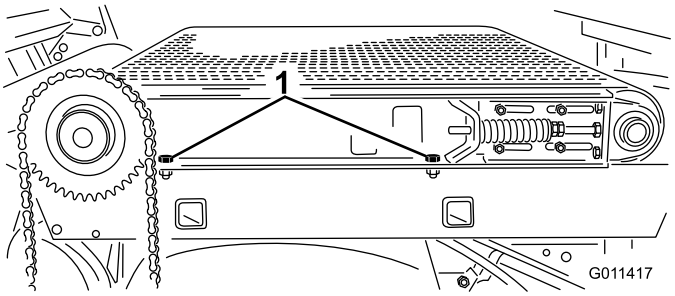

Figur 34
6. Fjern de (2) maskinskruer, skiver og møtrik på højre side af maskinen, der fastgør glideladet til stellet (Figur 34). Sørg for, at fastgørelsesanordningerne er tilstrækkeligt løse til, at glideladet kan tippes.